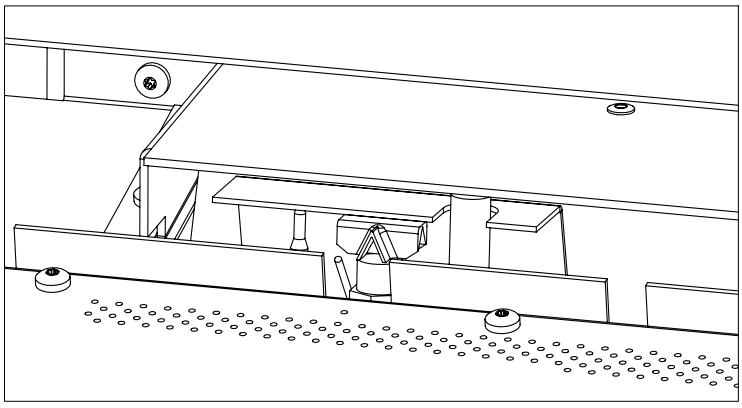

Figure 12: Pilot Orientation
5. Reassemble pilot head in proper orientation (see Figure 12). Be sure not to overtighten pilot, if head does not reach the proper orientation in the snug position then contact your Enviro dealer.